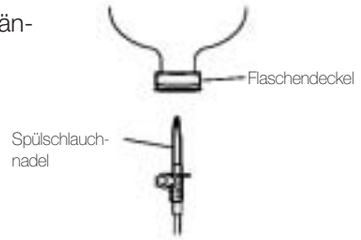

Abb. 11
(1) Kühllösungsflasche an den Haltepfosten hängen und die Spülschlauchnadel durch den Flaschendeckel schieben (Abb. 11).